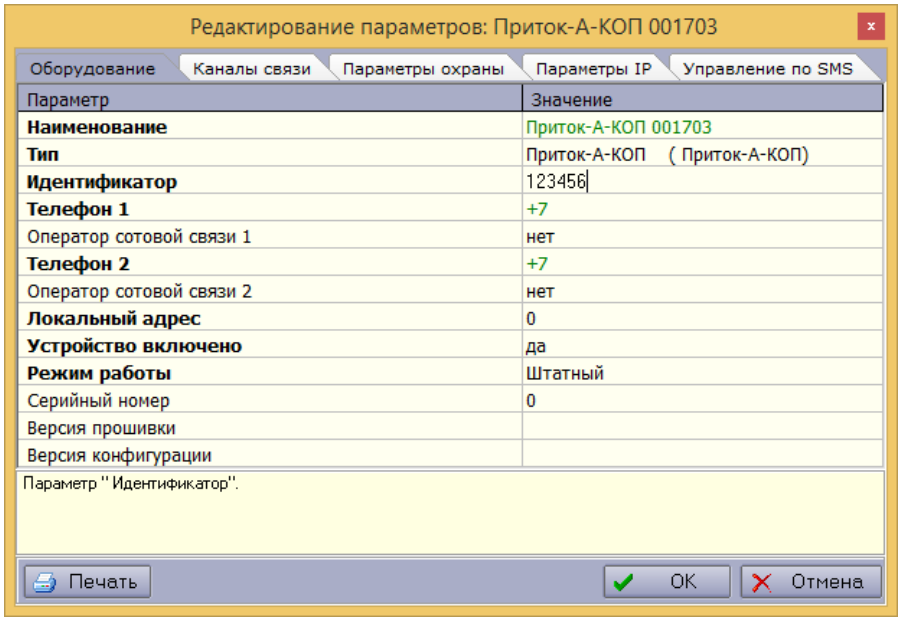

Рисунок 4 – Конфигурирование прибора в АРМ «Конфигуратор»
– **«Идентификатор»** (рисунок 4) – число, совпадающее со значением параметра «Идентификатор прибора на пульте» вкладка «Подключение», установленного в конфигурации прибора (см. вкладку «Подключение» п. 2.2.6). Обязательный параметр.